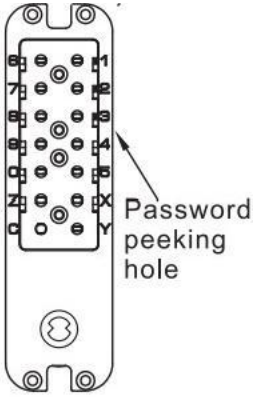

FIG 4C
1. Après avoir oublié le mot de passe, il faut retirer la serrure de la porte et le rechercher en examinant le trou de visée rectangulaire situé à l'arrière de la serrure, comme illustré sur la figure 4C.